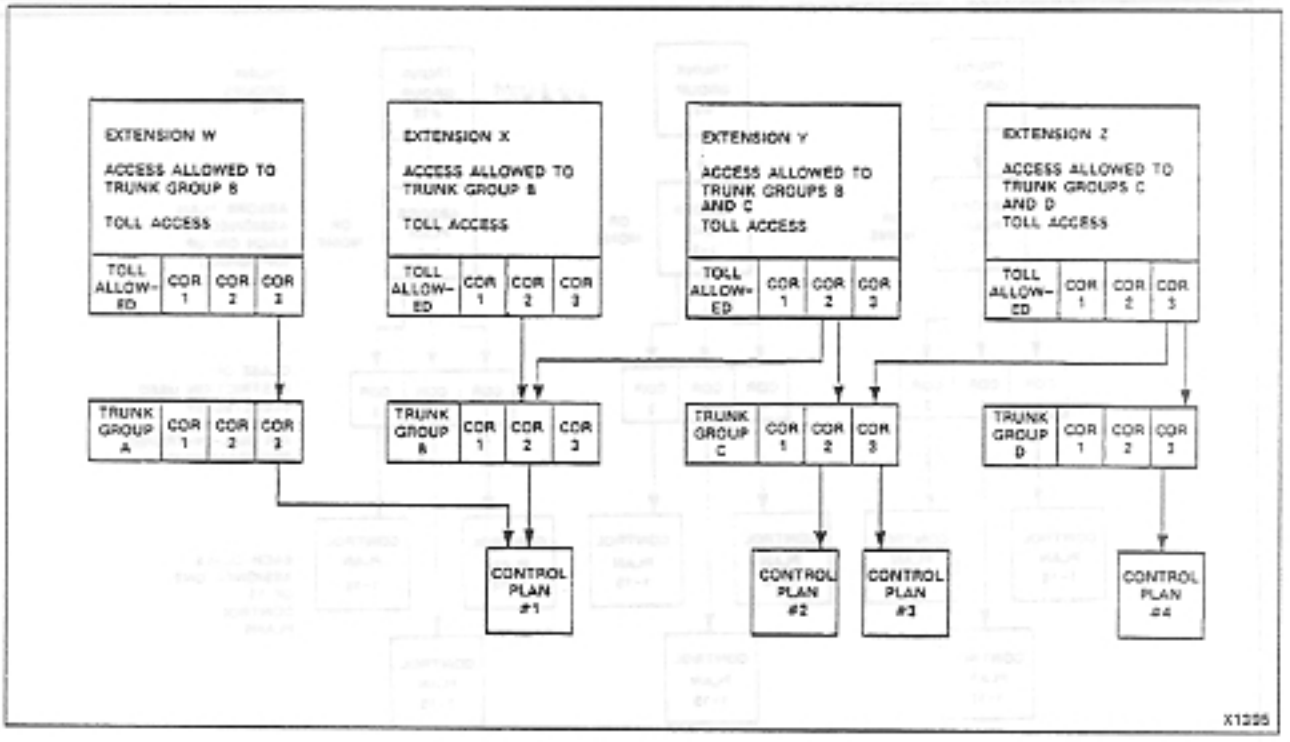

Figure 3-2 Basic Block Diagram
3.03 Each extension may be defined as Toll-Allowed or as having one of three CORs. Toll-Allowed indicates that no denial checking will be done for an extension. A COR assignment will indicate that denial checking will occur for trunk calls made from an extension. This checking will be according to the Control Plan linked to the extension's COR number within the Trunk Group. The linking of an extension's COR (in a Trunk Group) with a Control Plan is shown in Figure 3-2 using the following information: